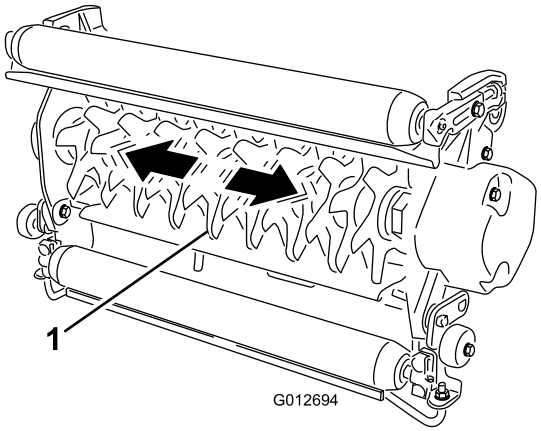

图9
1. 握住滚刀轴，尝试将滚刀组件由一侧移向另一侧 (图9)。